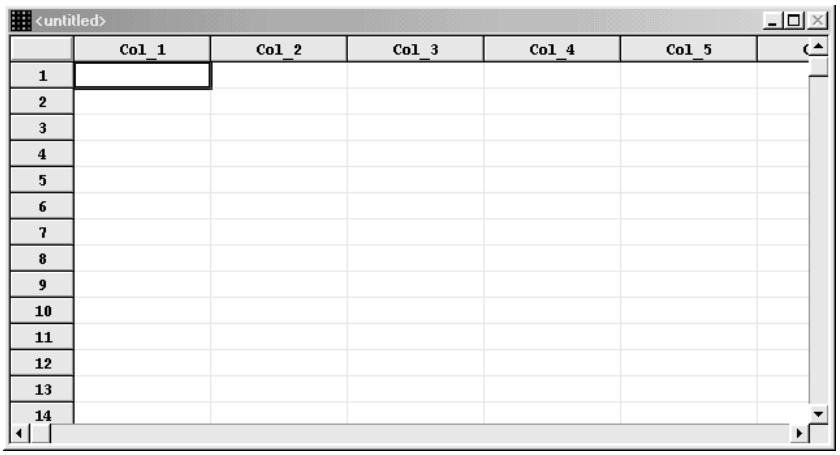

Figure 4-1. Untitled DataSheet
3. Click Restore... on the pop-up menu to display the untitled DataSheet (see Figure 4-1).